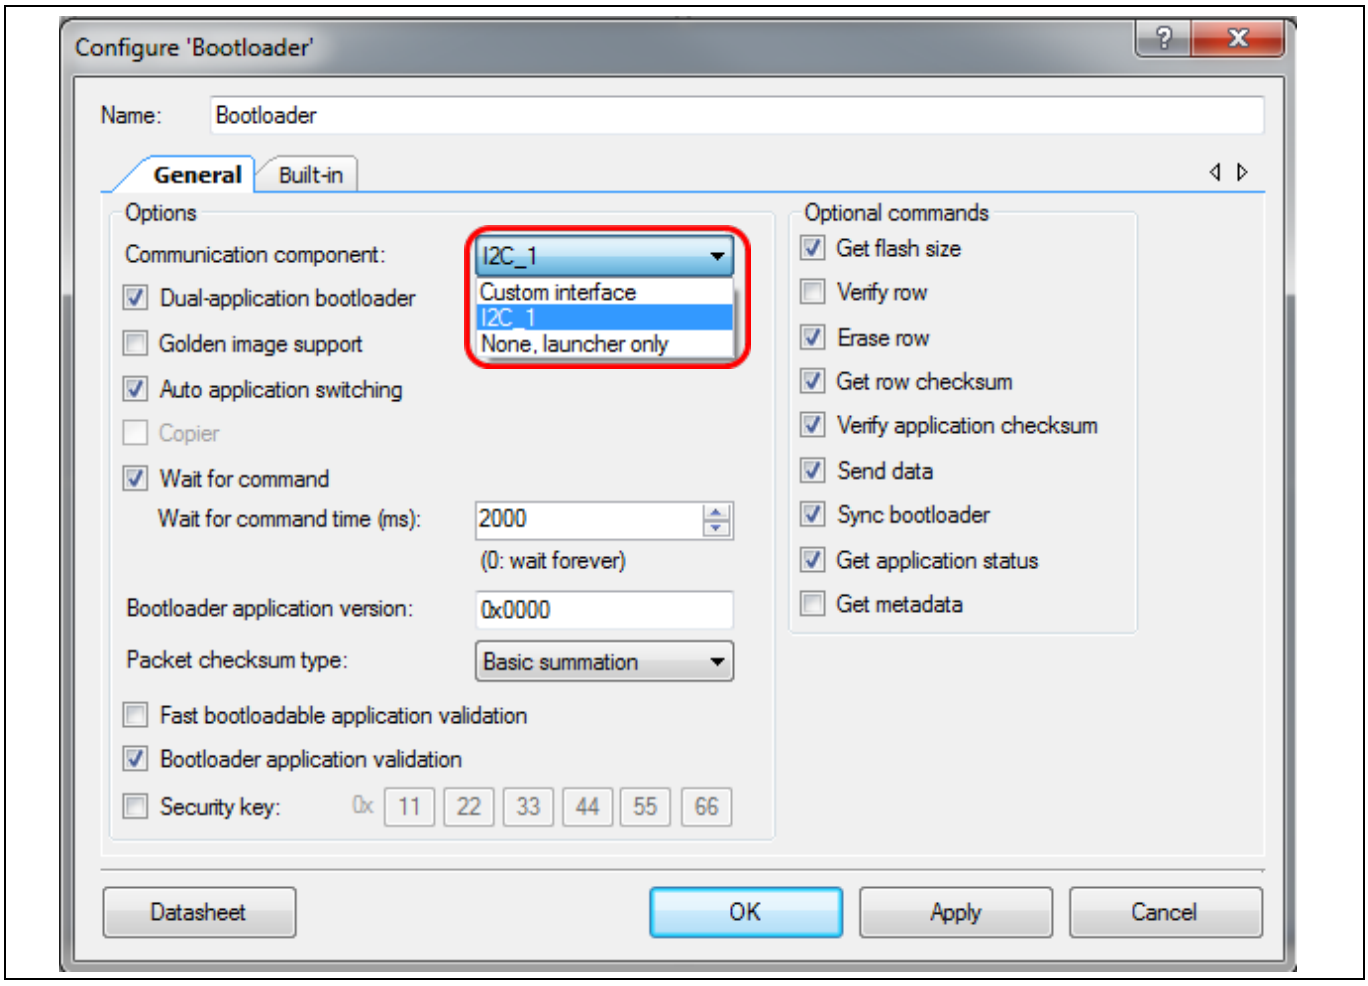

Figure 9 ブートローダコンポーネント設定
詳細については 20 ページの Figure 9 および Bootloader Component データシートを参照してください。
- ブートローダコンポーネント設定オプションの選択 (20 ページの Figure 9 参照)
次に Figure 9 に示すようにブートローダコンポーネントを設定してください。Figure 9 で通信コンポーネントを選択するメニューは、ホストとの通信で使用するコンポーネントであることに注意してください。ブートローダプロジェクトは、このコンポーネントを定義して選択する必要があります。回路図にあるすべてのブートローダと互換性のある通信コンポーネントを選択するか、または **Custom_Interface** を選択して独自に定義することもできます。また **None, Launcher Only** オプションも選択できます。これは通信コンポーネントが必要ない限定されたブートローダ機能にのみ対応します。